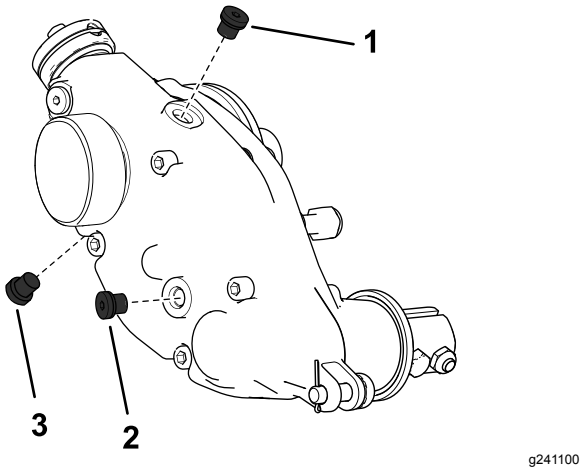

Figur 27
2. Ta bort avtappningspluggen längst ner på huset (Figur 27).
3. Ta bort påfyllningspluggen på sidan av huset och lossa avluftarpluggen högst upp så att luft kan passera (Figur 27).